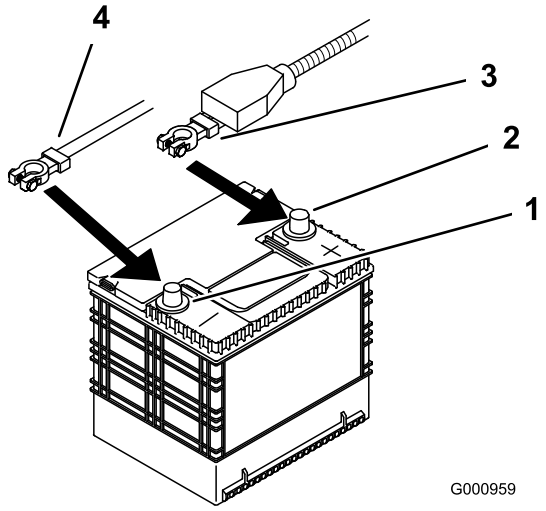

Figuur 43
4. Maak eerst de minkabel los van de minpool (–) van de accu (Figuur 43).
5. Schuif het rode stofkapje voor de accupool van de pluspool (rood) van de accu. Verwijder vervolgens de pluskabel (rood) van de accu (Figuur 43).
4. Bevestig de kabels met 2 bouten (1/4 x 3/4 inch), 2 ringen (1/4 inch) en 2 borgmoeren (1/4 inch) (Figuur 43).